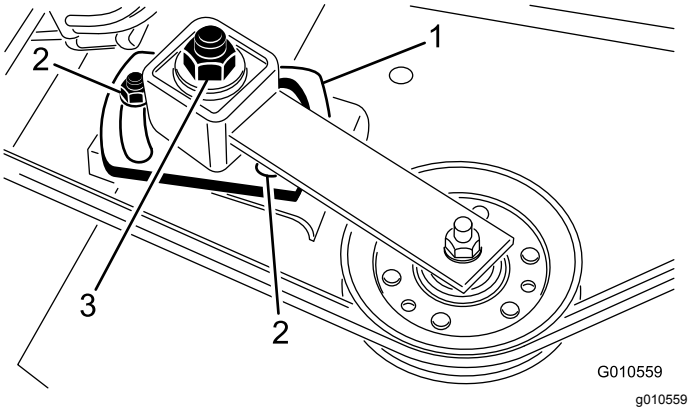

Figur 29
5. Dra åt remskivans justeringsmutter till 47–54 N·m med en hylsa och en momentnyckel (Figur 29).